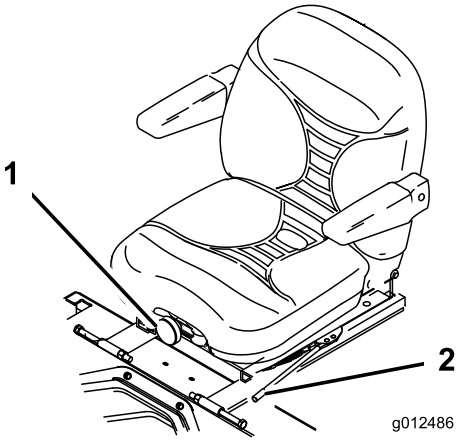

Figur 28
1. Sædet kan justeres ved at flytte håndtaget til siden for at låse sædet op (Figur 28).
Drej på knappen foran på sædet for at opnå den mest behagelige position (Figur 28).